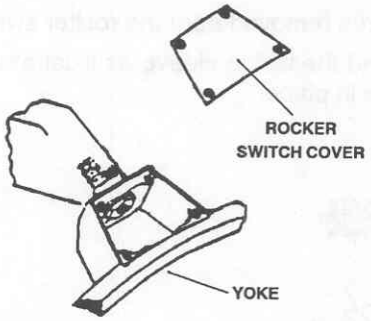

Figure 3-43. Rocker switch.
(11) Remove the cover and set it and the four screws aside.
(12) Remove the green, slotted screw from the heat dissipation plate to loosen the green grounding wire. Set the screw aside.
(13) Remove the Phillips screw fastening the cable clamp and wiring sleeve to the heat dissipation plate. Set the screw aside.
(14) Remove the four Phillips screws fastening the rocker switch cover.
(15) Remove the cover and set it and the four screws aside (fig 3-43).